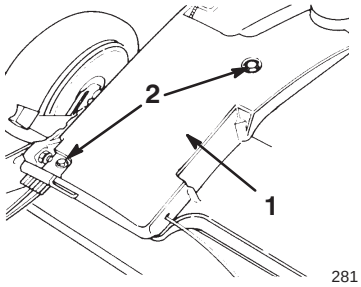

Figur 35
2. Avlägsna bultarna som fäster remkåpan vid gräsklipparkåpan (figur 35).